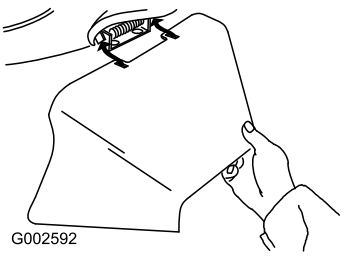

Figur 31
3. Monter sideudblæsningsrøret, og fæld pladen ned på røret (Figur 31).